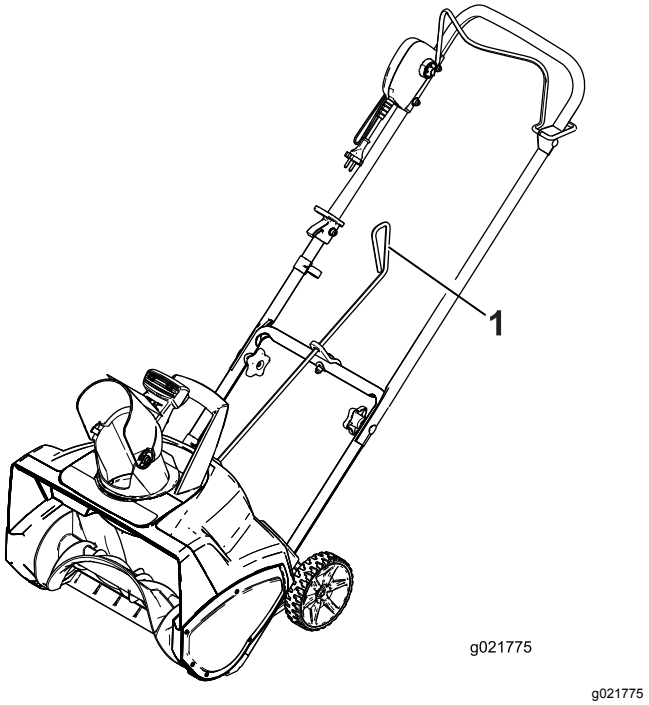
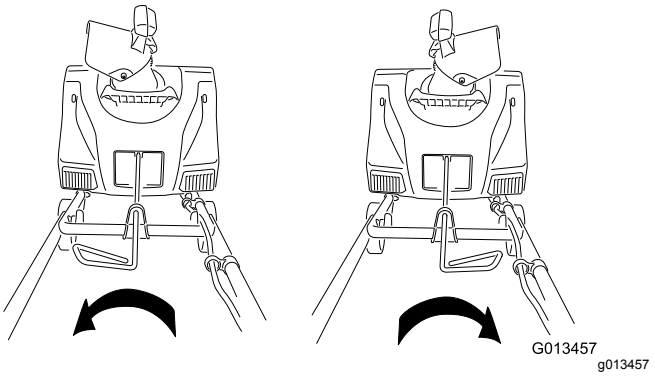

**Figur 6**
**Figur 7**
4. Kontroller at håndtaket på sjaktkontrollstaget vender oppover (Figur 6), og før staget inn i det nøkkelhullformede hullet bak i huset.
6. Flytt på håndtaket på sjaktkontrollstaget for være sikker på at det beveger seg i samme retning som sjakten (Figur 7).
For å justere utløpssjakten flytter du håndtaket på sjaktkontrollstaget i den retningen som du ønsker å lede utslippsstrømmen (Figur 6 og Figur 7).